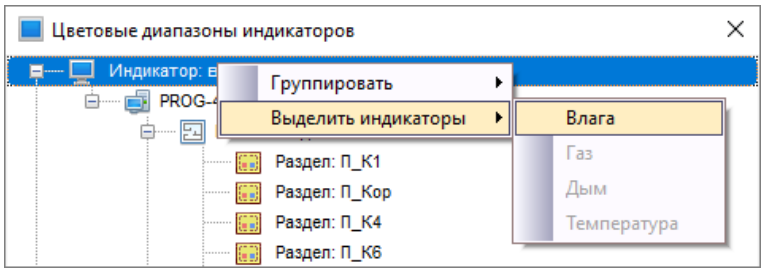

Рисунок 6-565 Контекстное меню "Выделить индикаторы"
- команду «Выделить индикаторы» (недоступно про вызове контекстного меню для зоны) – если необходимо выбрать все привязанные к выбранному узлу индикаторы определенного типа. При выборе команды «Выделить индикаторы» появится контекстное меню (см. Рисунок 6-565), в котором активным для выбора является тот тип индикатора, узел или